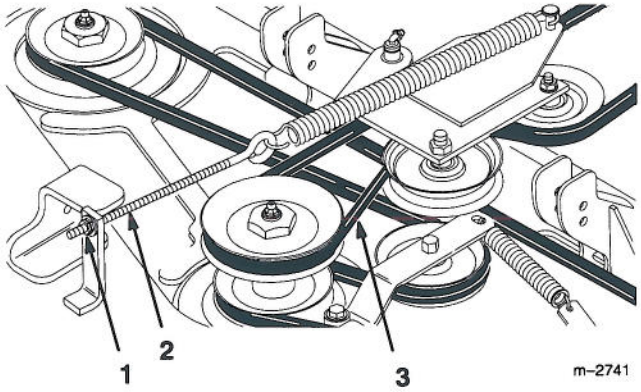

Figure 27
2. Loosen the jam nuts on the drive belt tension spring eyebolt (Fig. 27).